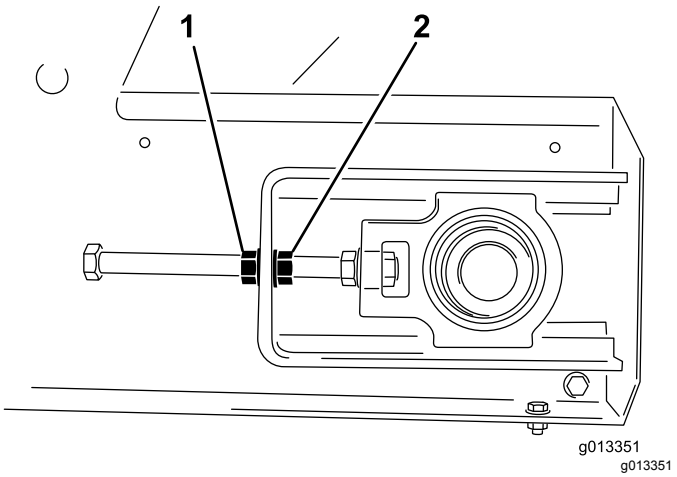

Figur 55
4. Hold fast i enden af spændstangen ved hjælp af 2 skruenøgler, og løsn så låsemøtrikken, som er den møtrik, der befinder sig tættest på stangens ende (Figur 55).
3. Hold fast i enden af spændstangen på den side, som transportbåndet sporer mod. Løsn så låsemøtrikken, og spænd justermøtrikken med ca. 2 sider af møtrikken (Figur 55).